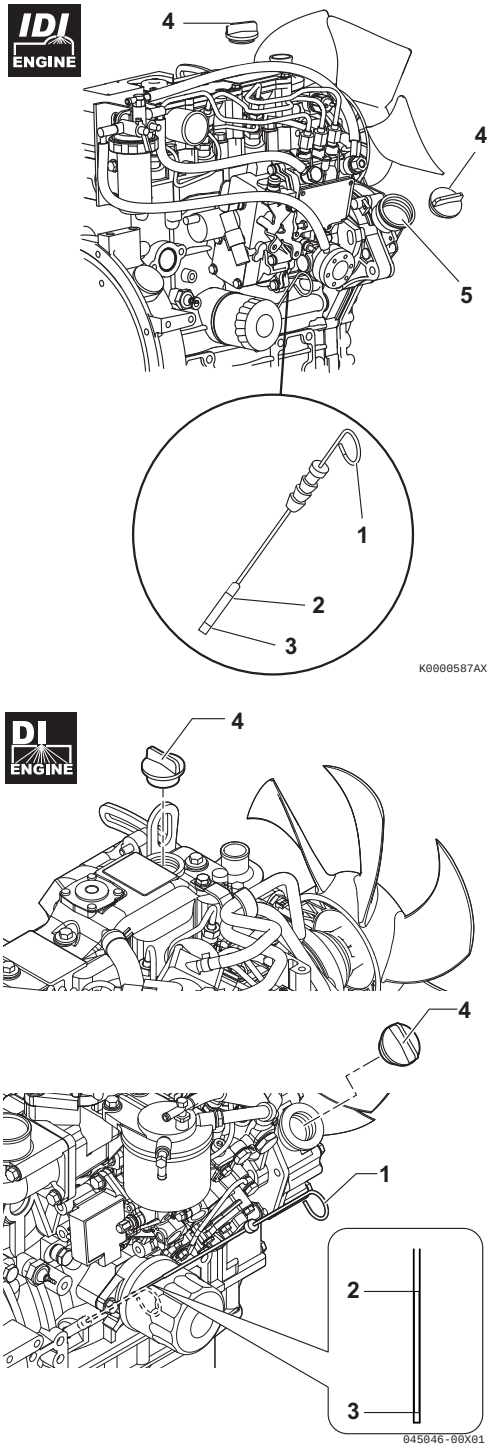

Figure 3
8. Add engine oil to engine oil filler port **(Figure 3, (5))** as needed until the level is between the upper **(Figure 3, (2))** and lower lines **(Figure 3, (3))** shown on the dipstick **(Figure 3, (1))**.
9. Reinstall the oil filler cap **(Figure 3, (4))**. If any engine oil is spilled, wipe it away with a clean cloth.